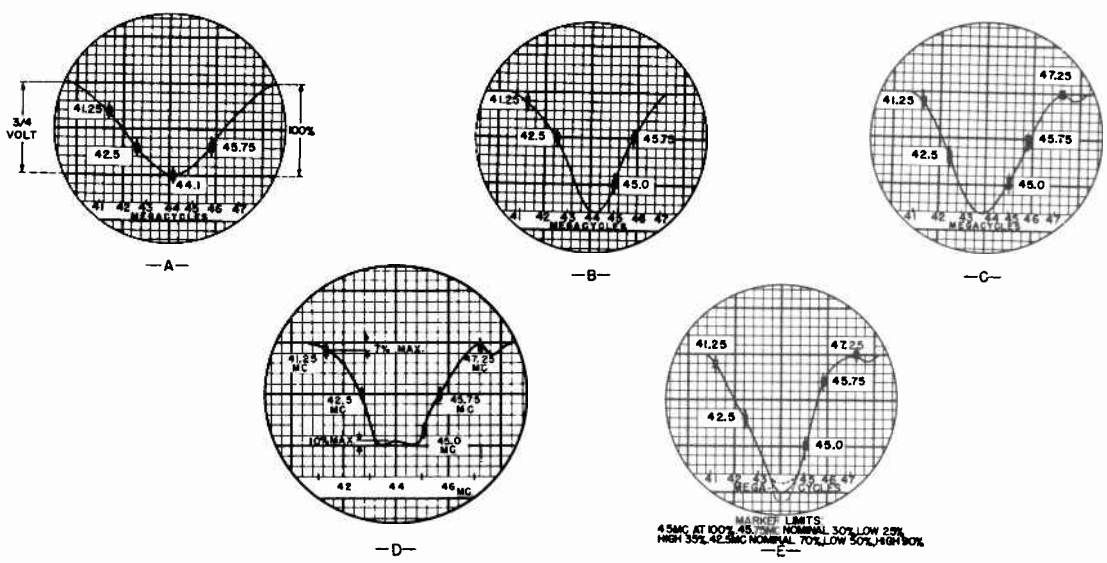

Fig. 21. Video I-F Curves
4. The sweep generator should be properly terminated in its characteristics impedance. Couple the signal to the point of input through the capacitor specified and adjust signal input to give a video response curve of ¾ volt as shown in Fig. 21-A.
6. In most cases it is only necessary to perform an over-all alignment of the video i-f to obtain the final curve. L251 will adjust the marker 42.5 mc of the audio or low-frequency side of the response curve; coil L266 will adjust the marker 45.75 mc of the video or high-frequency side of the curve. T101 and L254 should be adjusted simultaneously to obtain maximum gain and flatness of the curve as in Fig. 21-D. Then L266 is readjusted to give curve Fig. 21-E; slight readjustment of the core of some other coils in the video i-f may be necessary to obtain this curve.
8. The marker 41.25 mc should be 7% down with 45.00 mc marker at 100%. The 45.75 mc marker should vary between the limits 25% and 35%, and the 42.5 mc marker should vary between the limits 50% and 90%, while the peak of the curve should not vary more than 40-60% below the 100% line, see Fig. 21-E.